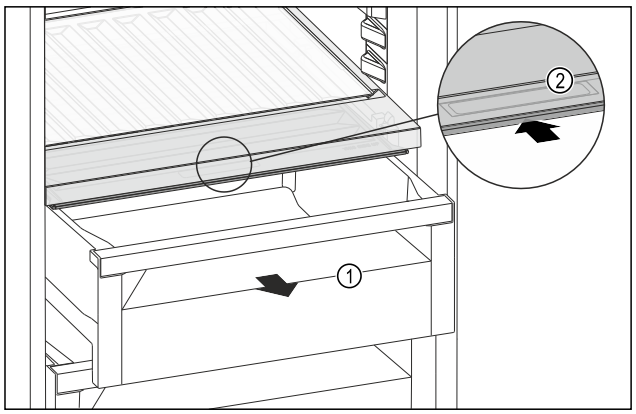

Fig. 117
▶ Extrageți sertarul *Fig. 117 (1)*.
▶ Prindeți mânerul încastrat *Fig. 117 (2)* de la capacul compartimentului și glisați concomitent capacul compartimentului spre partea posterioară.